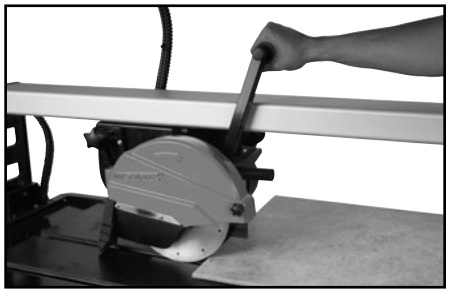

FIGURE 10
4. Pull the motor trolley slowly towards the material to be cut (Fig 10).